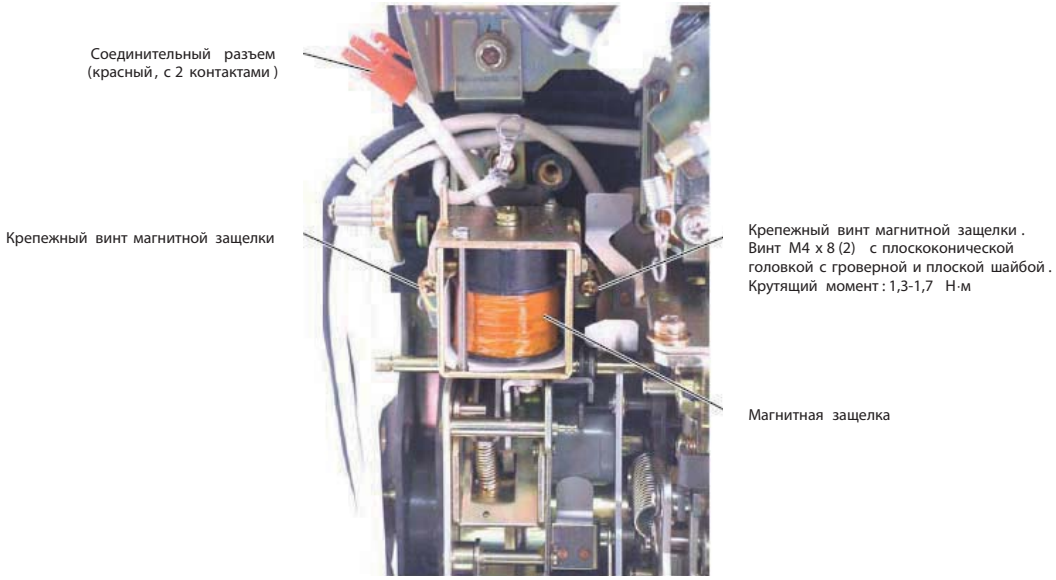

Рис. 80. Извлечение магнитной защелки
3) Отвинтите крепежные винты магнитной защелки, показанные на рис. 80. Отсоедините соединительный разъем (красный) и затем извлеките магнитную защелку.